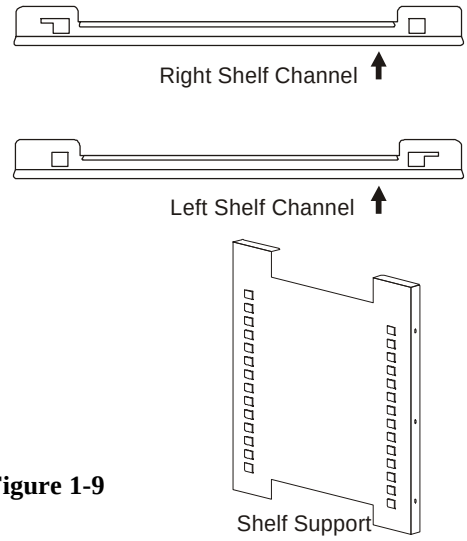

Figure 1-9
1. Install the shelf supports with the tabs facing into the center of the chamber with their slots up. There are no right side or left side supports, simply rotate one of them to fit the opposite side. Tilt the shelf supports as they are placed in the chamber so the tops fit into the top air duct, then guide them into the vertical position. Figure 1-9 shows the support as it would be oriented for the right side of the chamber.
2. Referring to Figure 1-9, note that there are left side and right side shelf channels.